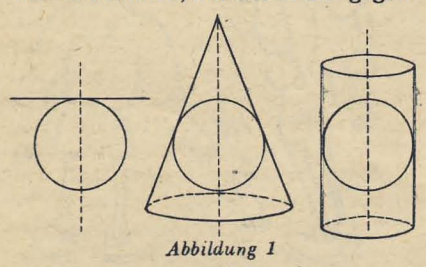

Abbildung 1
2. in der Form einer Tangentialebene (Abbildung 1).